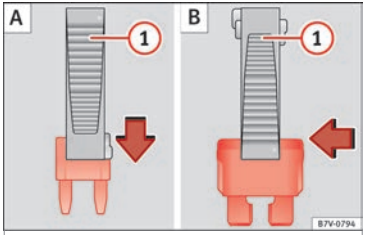

Fig. 210 Removing or fitting a fuse
- For *small fuses*, insert the pincers from above ››› **Fig. 210 A**.
- For *larger fuses*, insert the pincers from one side of the fuse ››› **Fig. 210 B**.